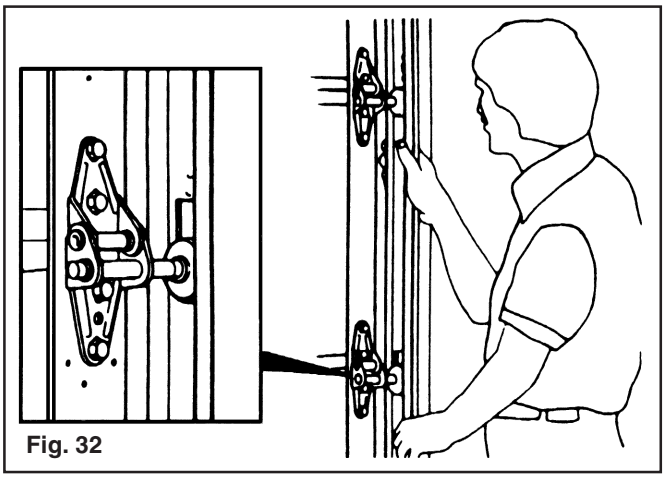

Fig. 32
**Step 3:** Place the track over the rollers on the door. Move the track close to the door so that the rollers are all the way into the hinges. Do not force the track too tightly or the door will bind. This should leave about 3/8"-1/2" between the edge of the door and the track. Pilot holes of 3/16" are required at each lag screw location before installing the lag screw. Lift track about 1/2" from the floor and fasten the flag bracket and track brackets to the jamb with 5/16" x 1 5/8" lag screws. The flag bracket requires three screws, one each in the top, middle, and bottom holes. Do this for both sides of the door. When the track brackets and flag brackets are securely fastened to the jamb, tighten the track bolts and flange nuts connecting the flag brackets to the tracks. (FIG. 32)